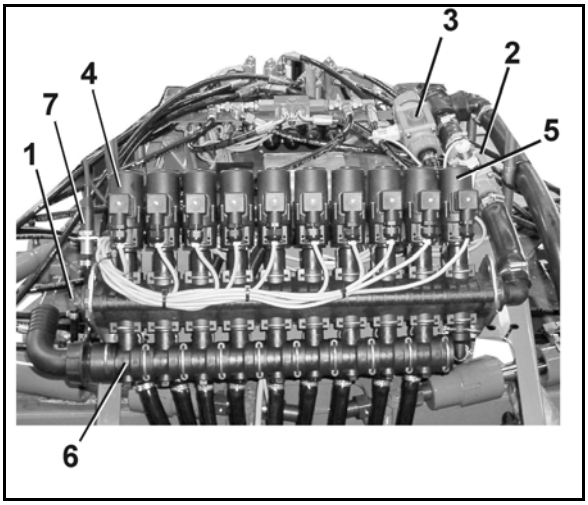

Rys. 85
(1) Belki polowe z przewodami opryskowymi (tutaj złożone pakiety wysięgników).
(2) Transportowy kabłąk zabezpieczający Kabłąki zabezpieczenia transportowego służą do ryglowania belek polowych złożonych w pozycji transportowej przed przypadkowym rozłożeniem.
(3) Równoległoboczna rama do przestawiania wysokości belek polowych
(4) Rura ochronna dysz
(5) Wkład dystansowy
(6) Zabezpieczenie wysięgników zewnętrznych, patrz na stronie 95
(7) Wyrównanie wahań, patrz strona 97.
(8) Zawór i przełącznik systemu DUS
(9) Armatura belek polowych, patrz Rys. 85
(10) Zespół do mycia z zewnątrz